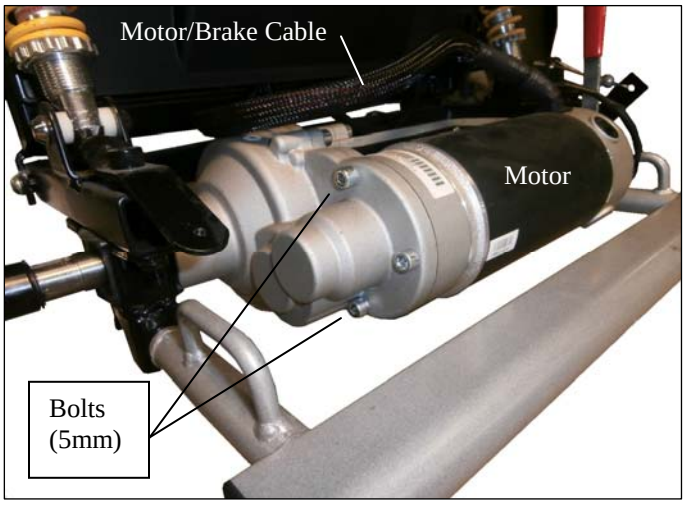

Figure 12. Motor/Brake Assembly
7) Cut the tie wrap(s) securing the motor/brake cable. See figure 12.
8) Remove the (2) 5mm Allen bolts (top and bottom bolts only) from the transaxle. See figure 12.